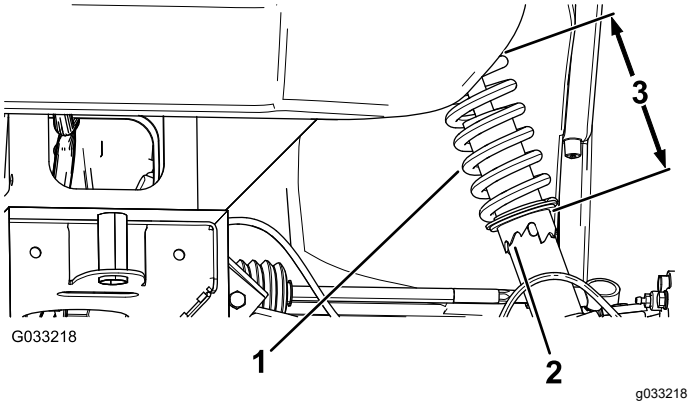

Figur 57
2. Justera hjulet till rätt riktning genom att rotera kragen på stötdämparen med rörtången om hjullutningen är felinställd (Figur 57).